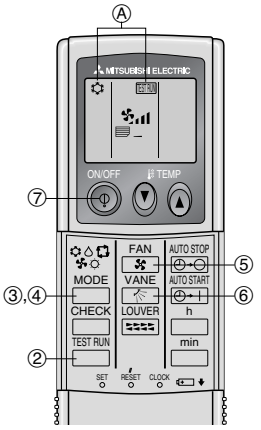

Fig. 7-2
7.2.2. Using wireless remote controller (Fig. 7-2)
① Turn on the power to the unit at least 12 hours before the test run.
② Press the [TEST RUN] button twice continuously.